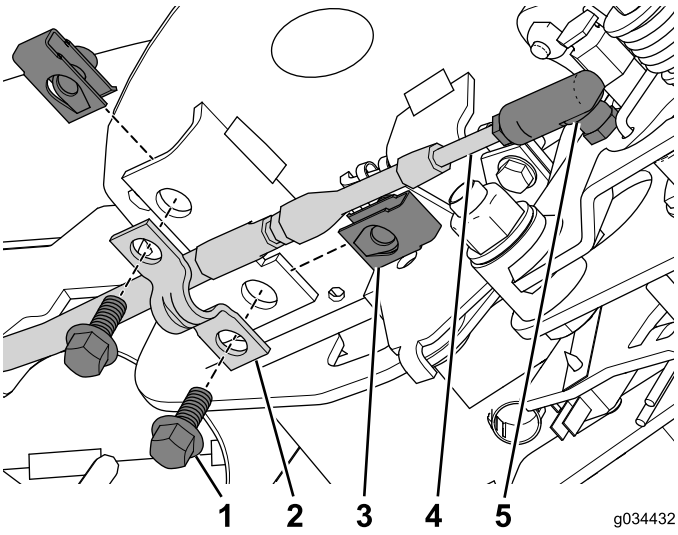

Figur 25
3. Koble nøytrallåskabelen til kabelkonnektoren (Figur 25).
4. Monter holdemutteren til konsollenheten (Figur 25).
5. Bruk de to boltene (1/4 x 5/8 tomme) til å feste kabelen med kabelklemmen til konsollenheten (Figur 25).